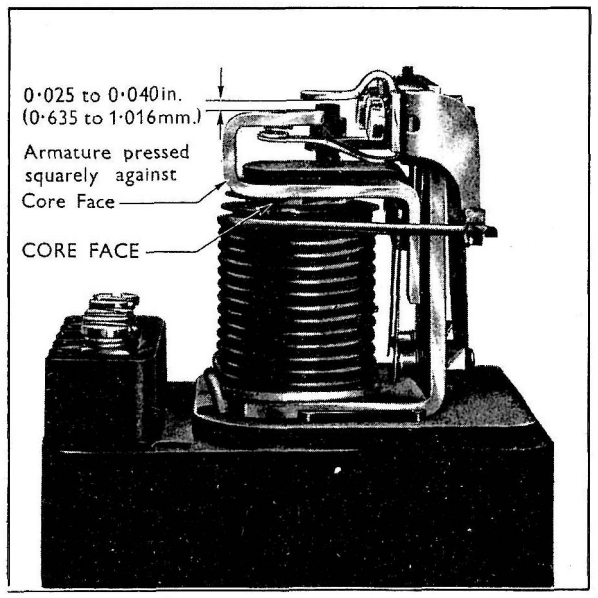

Fig. 9
3. Still holding the armature down against the core, bend the armature stop arm so that a gap of 0.025 to 0.040 in. (0.635 to 1.016 mm.) exists between it and the armature tongue (see Fig. 9).